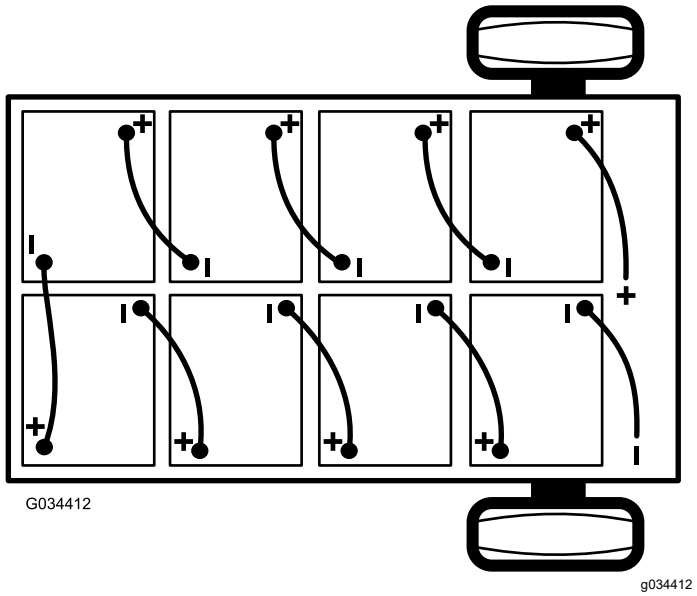

**Figur 41**
2. Frakobl det negative hovedbatterikabel (sort), som forbinder batterigruppen med maskinens chassispunkt (Figur 41).
3. Frakobl det positive hovedbatterikabel (rød), som forbinder batterigruppen med maskinens hovedafbryder (Figur 41).
**Bemærk:** Sørg for, at de nye batterier forbindes rigtigt, når du monterer dem (Figur 41).
6. Forbind batterierne med hinanden, som vist i Figur 41, ved hjælp af batteriernes sammenkoblingskabler, som du fjernede i trin 1.
2. Tilslut det positive hovedbatterikabel (rød) mellem batterigruppen og maskinen (Figur 41).
3. Tilslut det negative hovedbatterikabel (sort) mellem batterigruppen og maskinen (Figur 41).